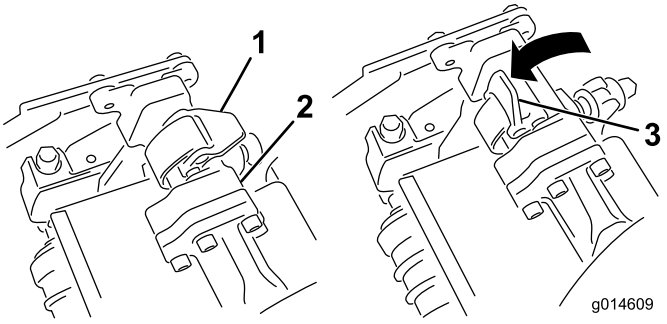
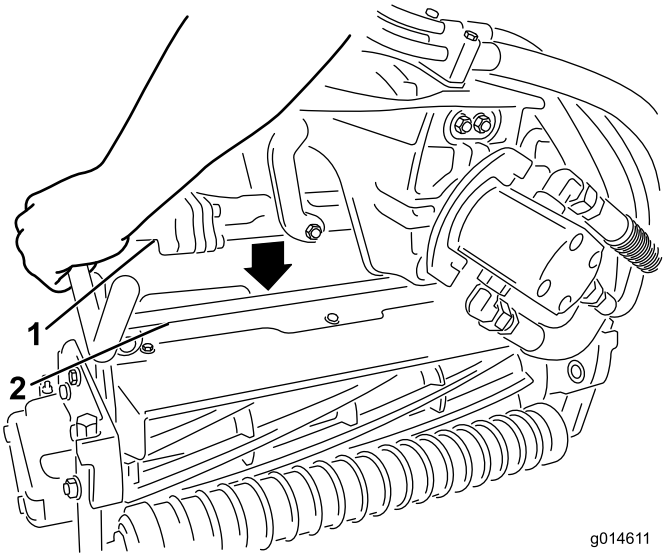

Figur 30
Figur 31
3. Låt spärrarna på upphängningsarmstången peka uppåt (dvs. de ska vara öppna) (Figur 30) och tryck upphängningsarmen nedåt så att stången passar över stången över ovansidan av klippenheten (Figur 31).
4. Fäll spärrarna nedåt och runt klippenhetsstången och lås dem på plats (Figur 30).
4. Öppna spärrarna på upphängningsarmstången på den klippenhet som du tar bort (Figur 30).